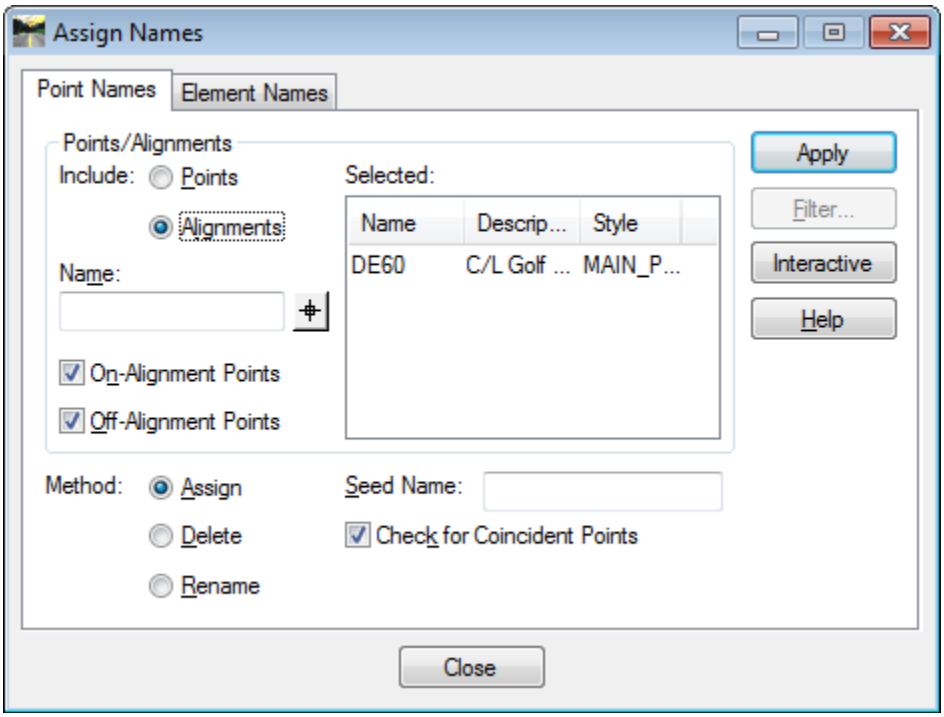

Figure L5-5 Assign Names
13.	**Assign Names to the Coordinates in Alignment DE60.** • In InRoads, select **Geometry ► Utilities ► Assign Names**. The **Assign Names** dialog opens. • **Match** the settings in the **Assign Names** dialog to those shown in *Figure L5-5*. • Click **Apply** and **Close**.